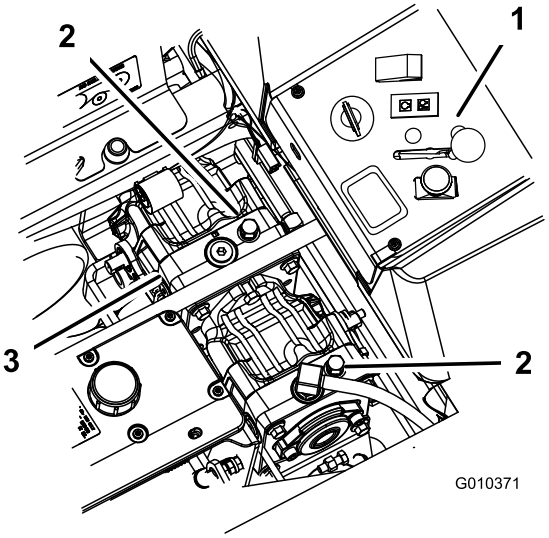

Figur 31
2. Drei omløpsventilene én omdreining mot klokken. Dette tillater at hydraulikkvæsken passerer gjennom pumpen, og at hjulene ruller (Figur 31).
Drei omløpsventilen én gang med klokken for å bruke maskinen (Figur 31).